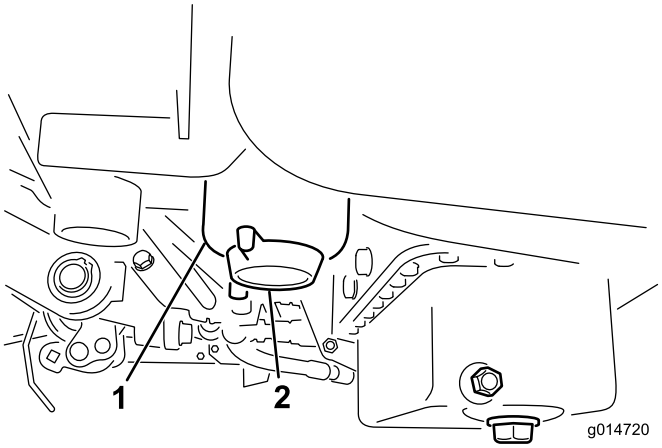

Figur 50
2. Rengör området där filterskålen ska monteras (Figur 50).
4. Öppna filtrets avtappningsplugg (Figur 50).